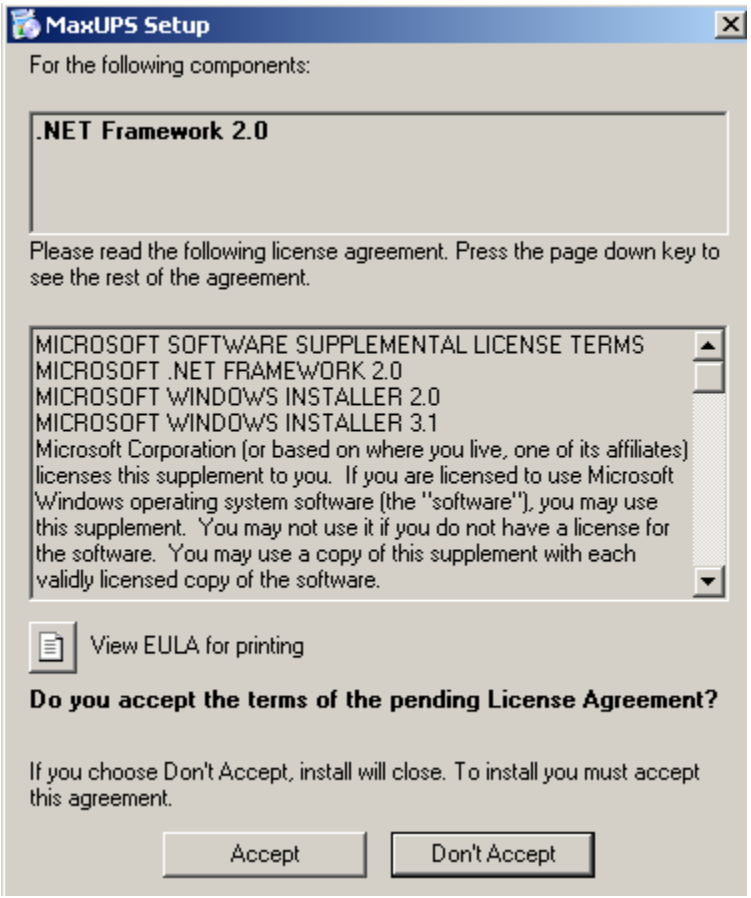

Figure 3-1
3) Insert the CD-ROM that came with your UPS kit into the MaxPac's CD/DVD drive. If the CD doesn't start automatically, use **Windows Explorer** to locate the *setup.exe* file on the CD and then double-click on this file to run it. This will result in the **MaxUPS Setup** dialog shown in Figure 3-1.